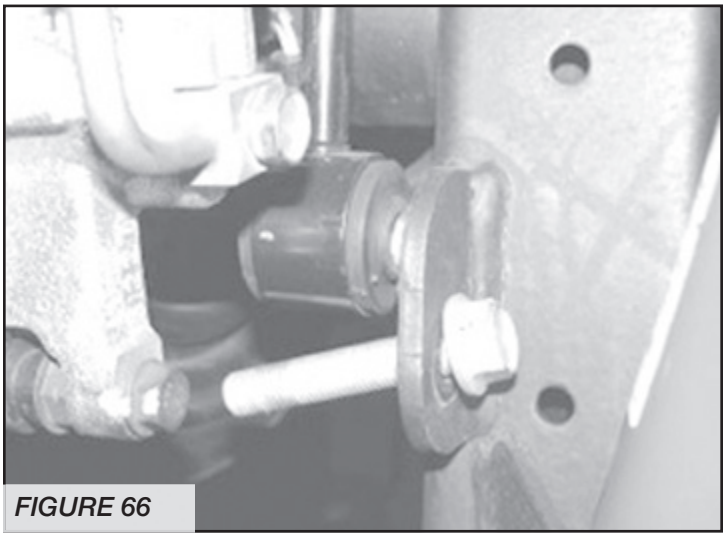

*FIGURE 66*
36. Remove the factory shocks and discard, save the hardware. Remove the rear sway bar end links and save with the hardware. **SEE FIGURE 66.**